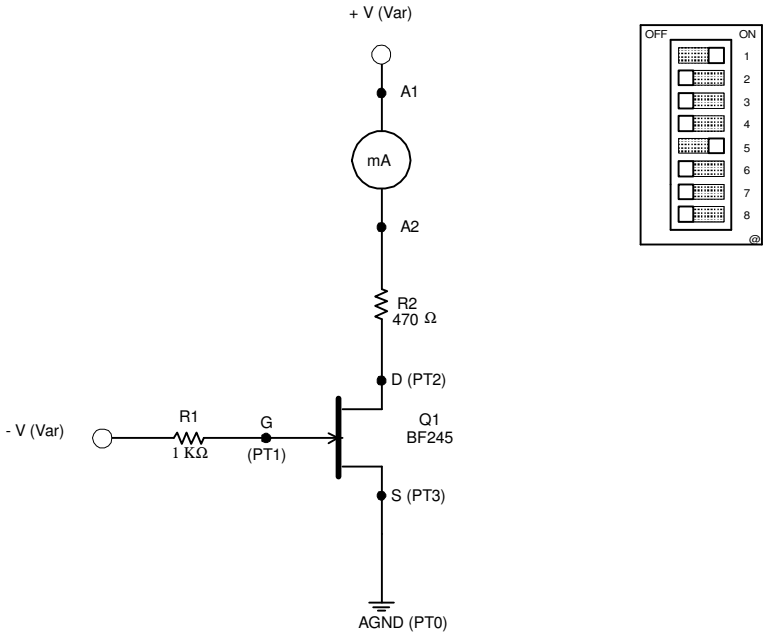

Figura 1.2 – Circuito para medição de $VGS_{(OFF)}$
7. Mudar as posições das chaves DIP Switch da placa, de modo que somente Ch1 e Ch5 fiquem fechadas e as demais fiquem na posição aberta. Nesta situação, tem-se o circuito equivalente da figura 1.2 seguinte: